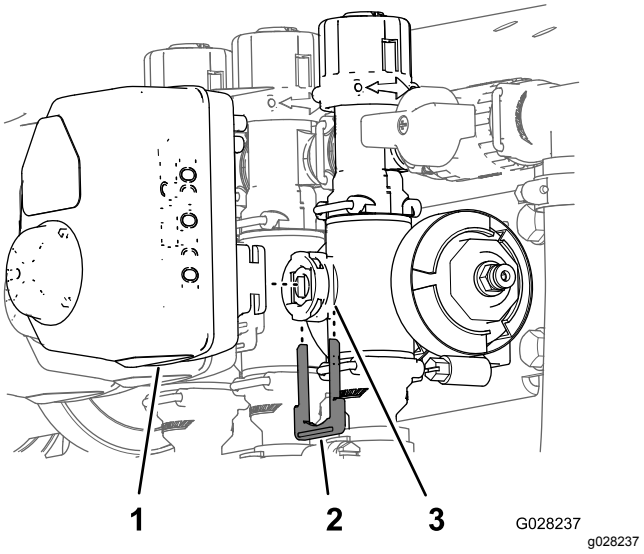

Figur 87
3. Fjern den holder, der fastgør aktuatoren til manifoldventilen til hastighedsregulering, omrøring, hovedbommen eller bommens hovedventil (Figur 87).